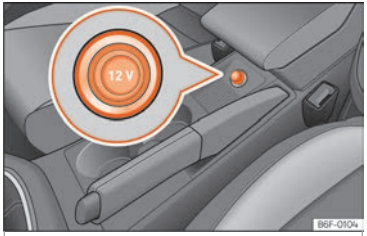

Fig. 121 Front power socket.
- Remove the plug from the socket located in the centre console ››› Fig. 121.